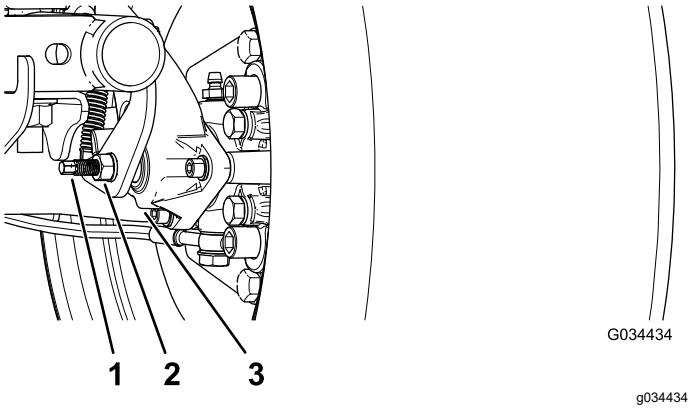

Figura 49
3. Utilizando duas chaves, segure ajustando o poste na pinça em posição com uma chave e desaperte a porca de retenção cerca de 1/4 de volta com outra chave (Figura 49).
4. Enquanto segura o polo de ajuste e a porca de retenção no lugar, rode o polo de ajuste para apertar (Figura 49).
5. Enquanto segura o polo de ajuste e a porca de retenção no lugar, afaste cerca de 1/4 de volta (Figura 49).
6. Enquanto segura o polo de ajuste e a porca de retenção no lugar, aperte a porca de retenção (Figura 49).